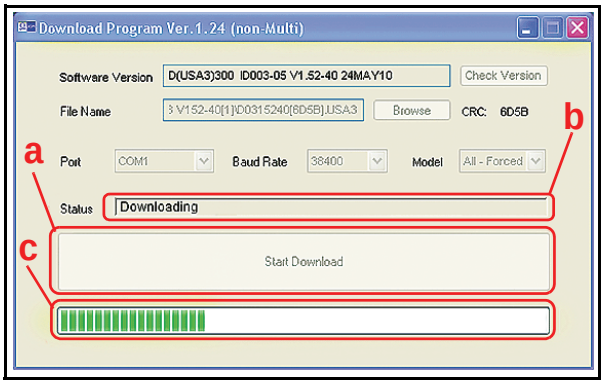

Figure 6-5 Download in Progress Status Bar
7. Mouse-Click on the large 'Start Download' Screen Button (See Figure 6-5 a) to transfer (e.g., Flash) the selected file into the DBV Memory. The 'Status' Window (See Figure 6-5 b) will indicate 'Deleting' momentarily, and then change to 'Downloading'. During the file download sequence, a download Progress Bar will appear in the bottom Progress Indication Window as depicted by the Green Bar in Figure 6-5 c.